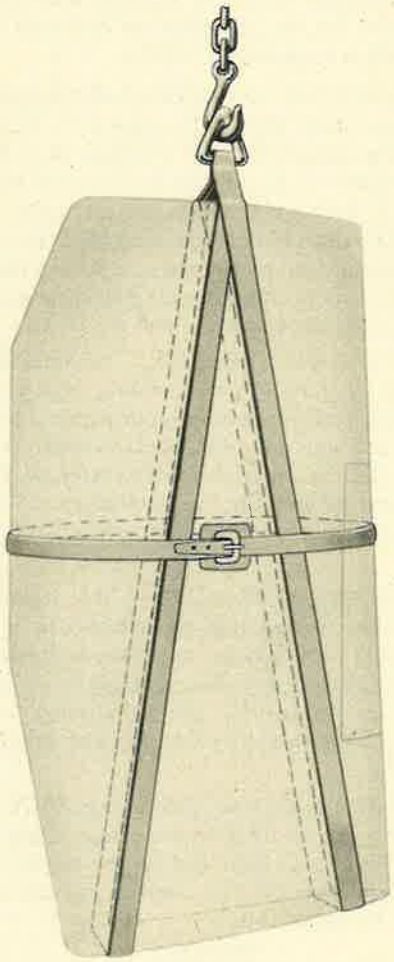

Figure 23—Hoisting Rudder
(6) HOISTING RUDDER.—This rudder may be handled during installation or removal by a loop-type sling (K10901) and a hoist, as shown in figure 23. Construction details of this sling are given in figure 108. Complete instructions for the installation or removal of a rudder are given in section IV, paragraph 12.*b*.(3) *(b)* and *(d)*.